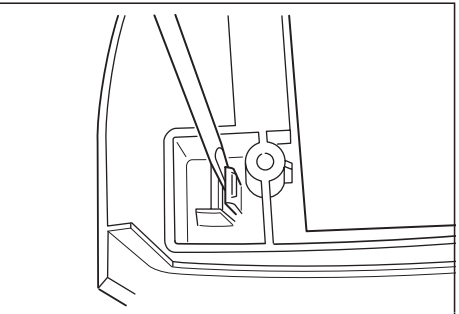

Figura 21 *Ábralos suavemente con un destornillador.*
4. Ábralos suavemente con un destornillador a la vez que tira del ensamble de la caja de componentes electrónicos hacia afuera. Vea la figura 21.